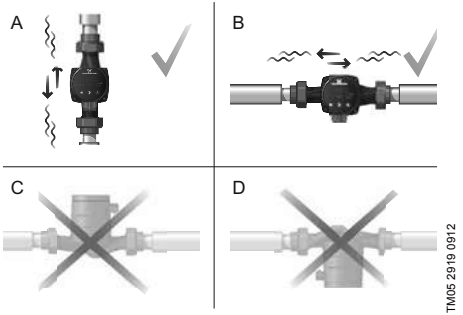

Рис. 4 Положение блока управления
- Правильный монтаж насоса на вертикальном трубопроводе приведен на рис. 4, A.
- Правильный монтаж насоса на горизонтальном трубопроводе приведен на рис. 4, B.
- Не допускается установка насоса в положении, при котором вал электродвигателя располагается вертикально (см. рис. 4, C и D).